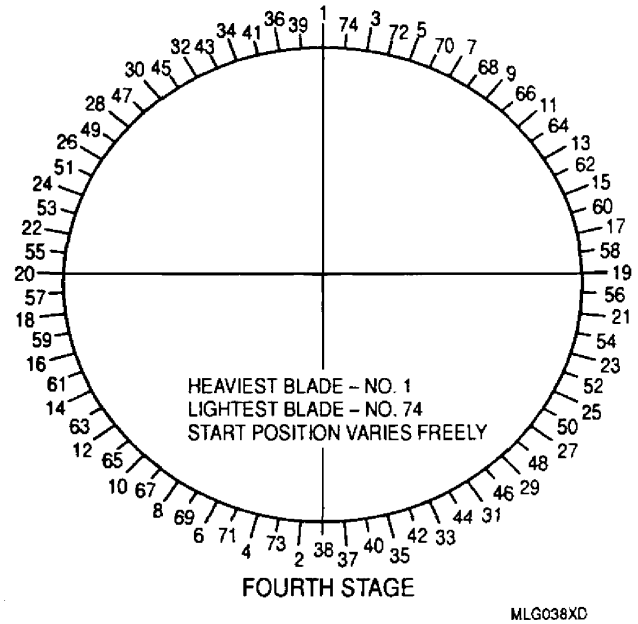

Figure 8. Blade Location
(2) Install blades (22) into wheel using proper weight sequence as shown in figure 8.
(3) After all blades are installed place detail–5 pressure ring on top of blades.
(4) Raise wheel by turning knurled knob on fixture while taping on pressure ring until blades are fully in wheel.
(5) Remove pressure ring from wheel.